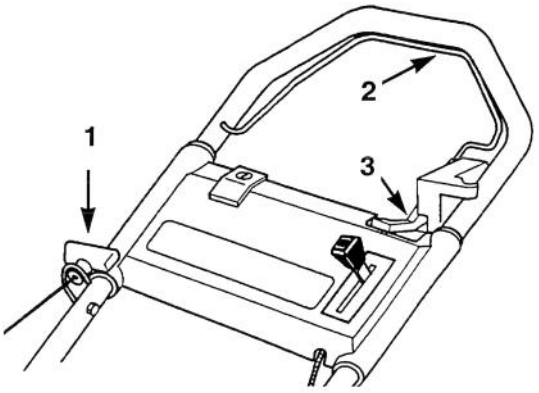
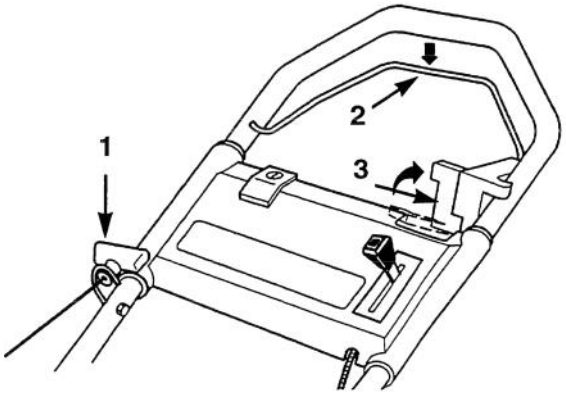
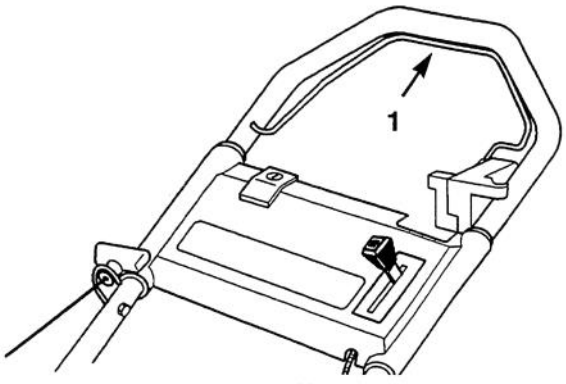

**Bild 3**
**Bild 4**
**Bild 5**
**4b.** SELBSTFAHRER—Den Antriebshebel vorwärts schieben (in Richtung Motor) (Bild 3)und den Sicherheitsbügel soweit drücken, bis er das Handgestänge berührt. Den Rücklaufstarter soweit herausziehen, bis er positiv anspricht, dann kräftig durchziehen, um den Motor anzulassen. Den Sicherheitsbügel ungefähr in die Mitte seines Bewegungsraumes stellen und den Antriebshebel rückwärts ziehen (in Richtung Bediener) (Bild 4). Den Sicherheitsbügel langsam gegen das Handgestänge drücken, um den Antrieb zuzuschalten (Bild 5). Den Gashebel nach Wunsch zwischen FAST [VOLLGAS] und SLOW [LEERLAUF] stellen